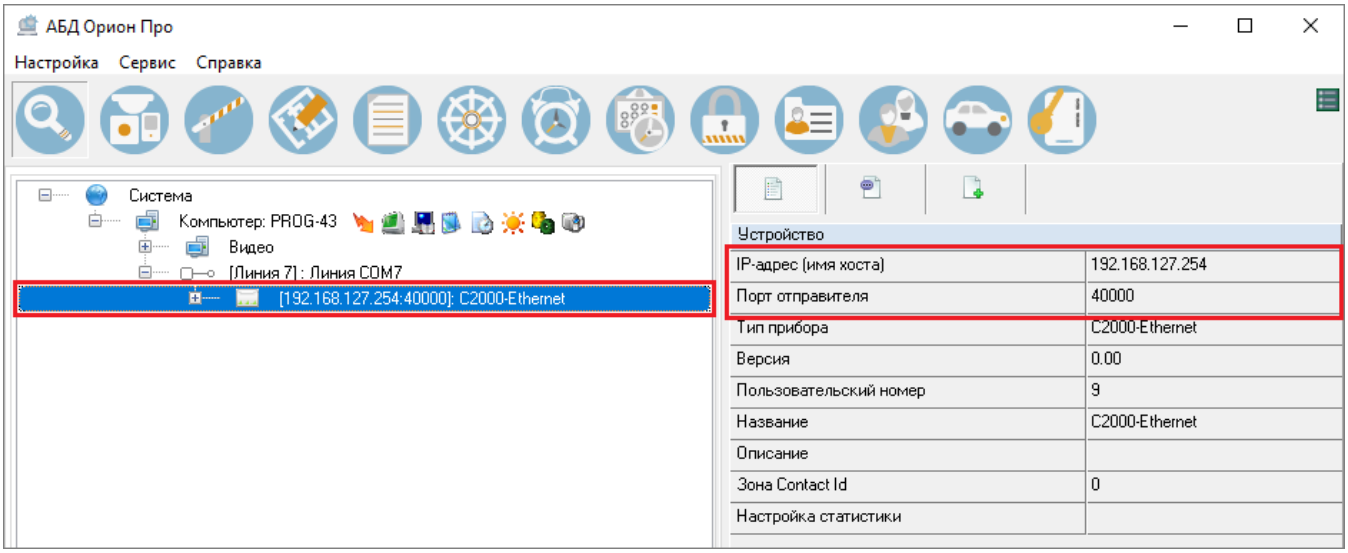

Рисунок 6-83 Прибор С2000-Ethernet на линии виртуального порта
- На линии появится прибор С2000-Ethernet с настройками порта, которые были заданы в мастере изменении протокола (см. Рисунок 6-83);